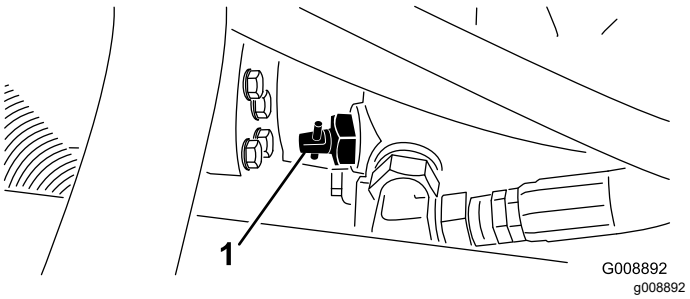

Figur 41
1. Lokalisera överströmningsventilen på pumpen (Figur 41) och vrid den 90°.